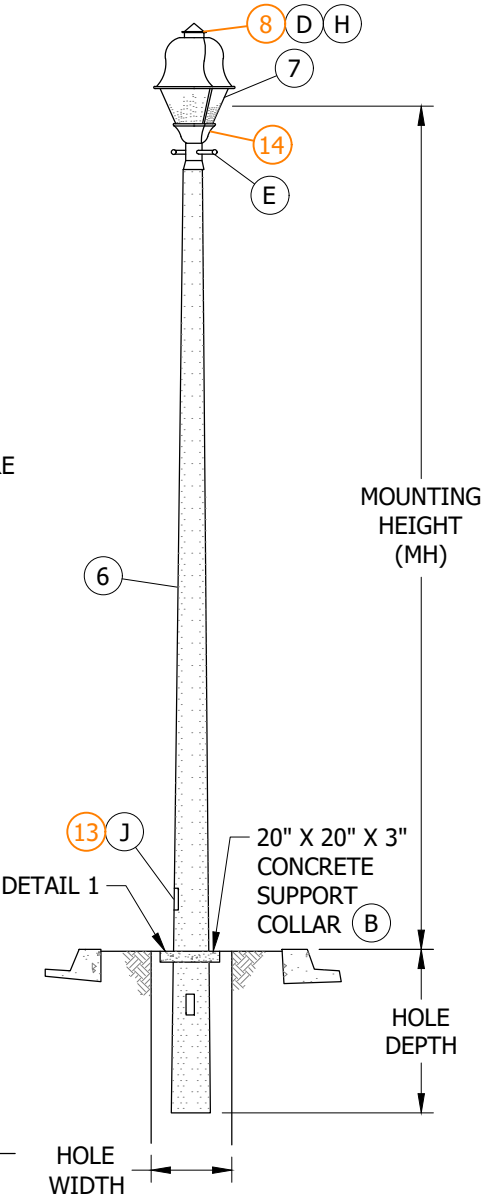

FIGURE 2
FOR FIGURE 2
(K) GROUND PRESTRESSED CONCRETE POLE ONLY BY INSTALLING 30 FEET OF GROUND WIRE IN THE TRENCH AS SHOWN IN FIGURE 2 ON UG4510. THE ALTERNATE METHOD OF GROUNDING IS TO INSTALL TWO 8 FOOT GROUND RODS 6 FEET APART MINIMUM. USE #6 BARE STRANDED SOFT DRAWN COPPER WIRE TO ATTACH THE RODS TO POLE.